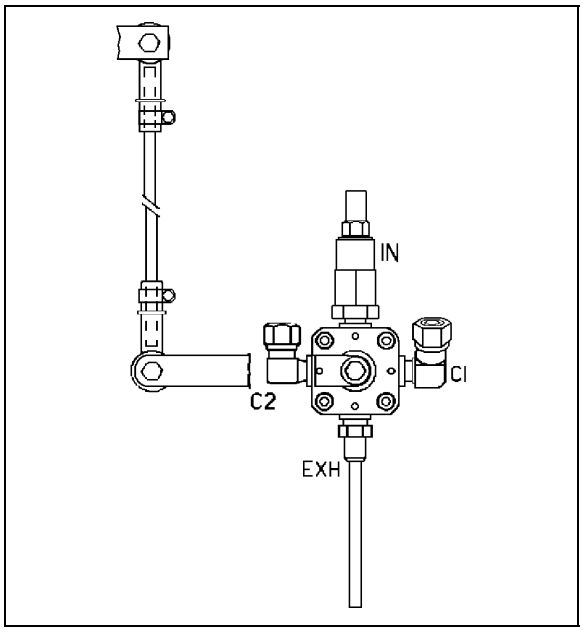

FIGURE 25: ISS FRONT HEIGHT CONTROL VALVE 16100
2. Loosen the clamp on the rubber coupling and bring it up or down (Fig. 25).